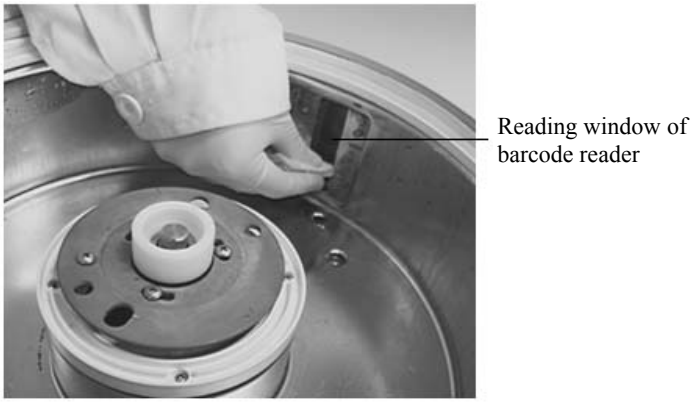

Figure 10-4-37
(2)Then, with lens paper, clean the reading window of the reagent barcode reader, as Figure 10-4-37: